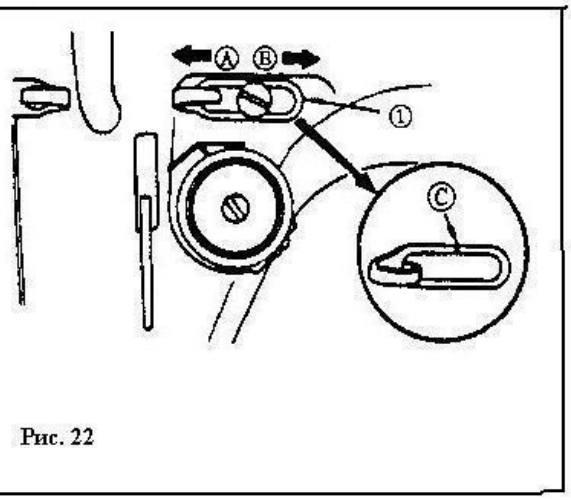

Рис. 22
16. РЕГУЛИРОВКА ХОДА НИТЕПРИТЯГИВАТЕЛЯ (Рис. 22).